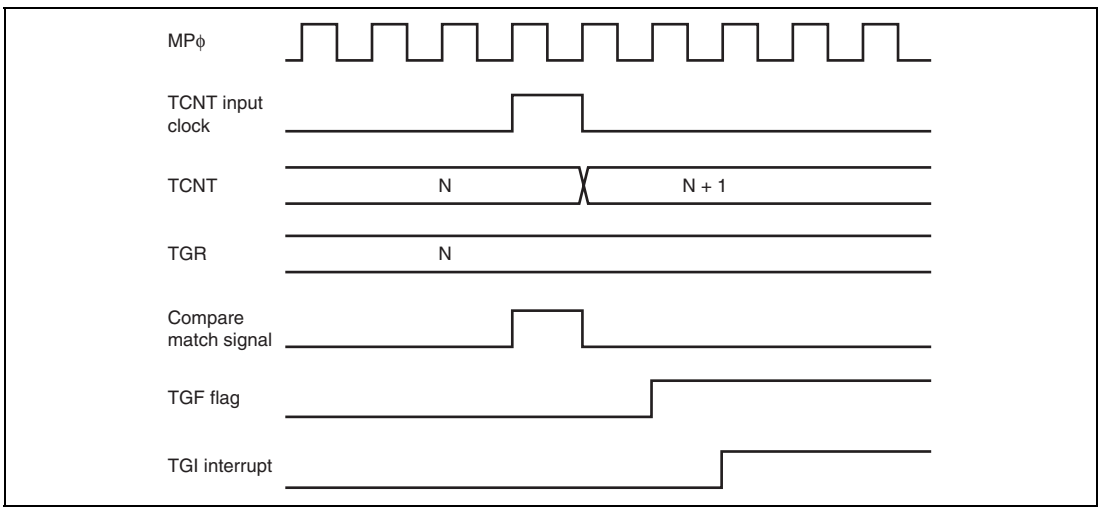

**Figure 10.109 TGI Interrupt Timing (Compare Match) (Channels 0 to 4)**
**TGF Flag Setting Timing in Case of Compare Match:** Figures 10.109 and 10.110 show the timing for setting of the TGF flag in TSR on compare match, and TGI interrupt request signal timing.